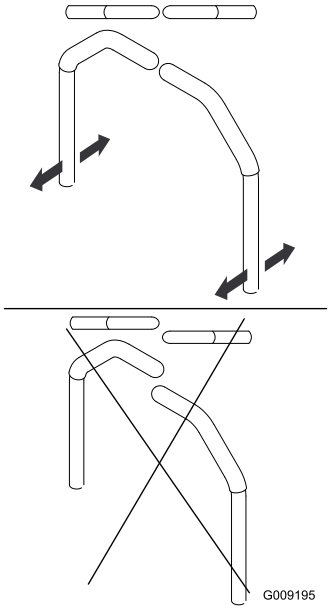

Figur 80
4. Juster håndtagenes position på langs ved at sætte håndtagene sammen i neutral position og skubbe til dem, indtil de er placeret korrekt. Stram derefter boltene (Figur 80).